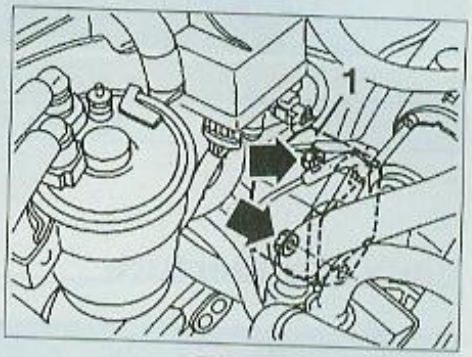

FIG. 16
- Déposer la pompe à vide (1) (Fig.16).